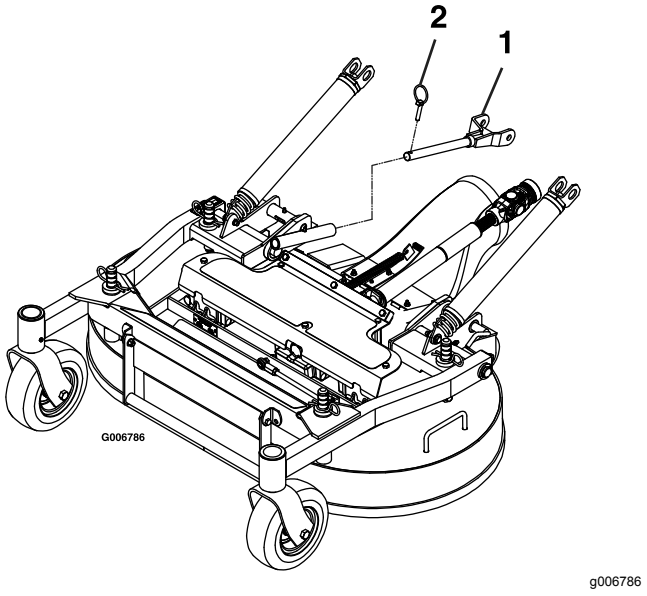

Figur 76
6. Fjern ringstiftene på forsiden av skyvearmene på begge sider av maskinen (Figur 76).
6. Fest skyvearmene med ringstiftene på venstre og høyre side av maskinen (Figur 76).